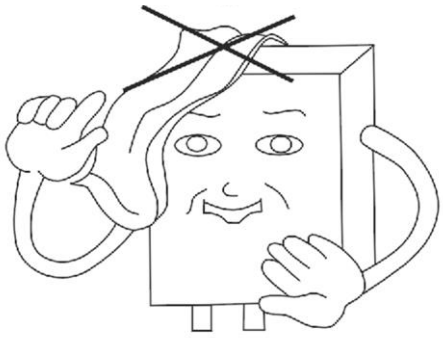

Fig.17
• Não colocar toalhas ou peças de roupa sobre o aquecedor de água. (Fig. 17)